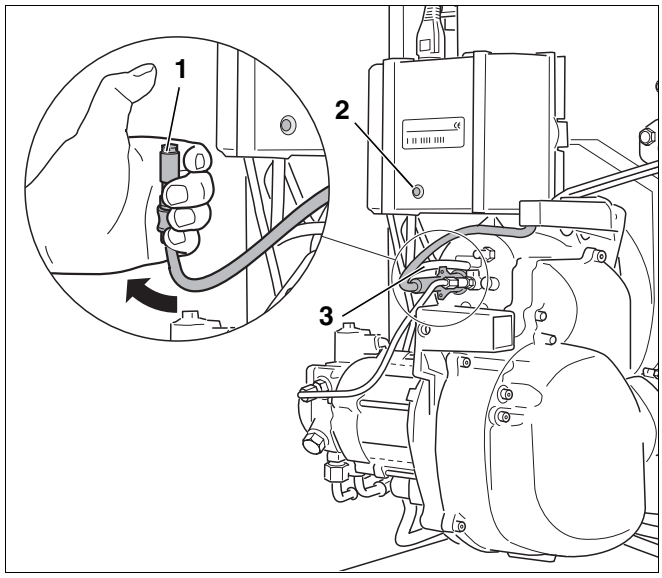

Afb. 40 Werking van de fotocel controleren
- Trek de fotocel, wanneer de brander draait, aan de voorziene plaats uit de houder (afb. 40, **pos. 3**).
- Houd de fotocel tegen het licht (afb. 40, **pos. 1**). Wanneer de brander weer start, moet er een uitschakeling door storing plaatsvinden.
- Ontgrendel na een wachttijd van ca. 30 seconden de branderautomaat door de ontstoringstoets (afb. 40, **pos. 2**) of de resettoets aan de BC10 in te drukken.